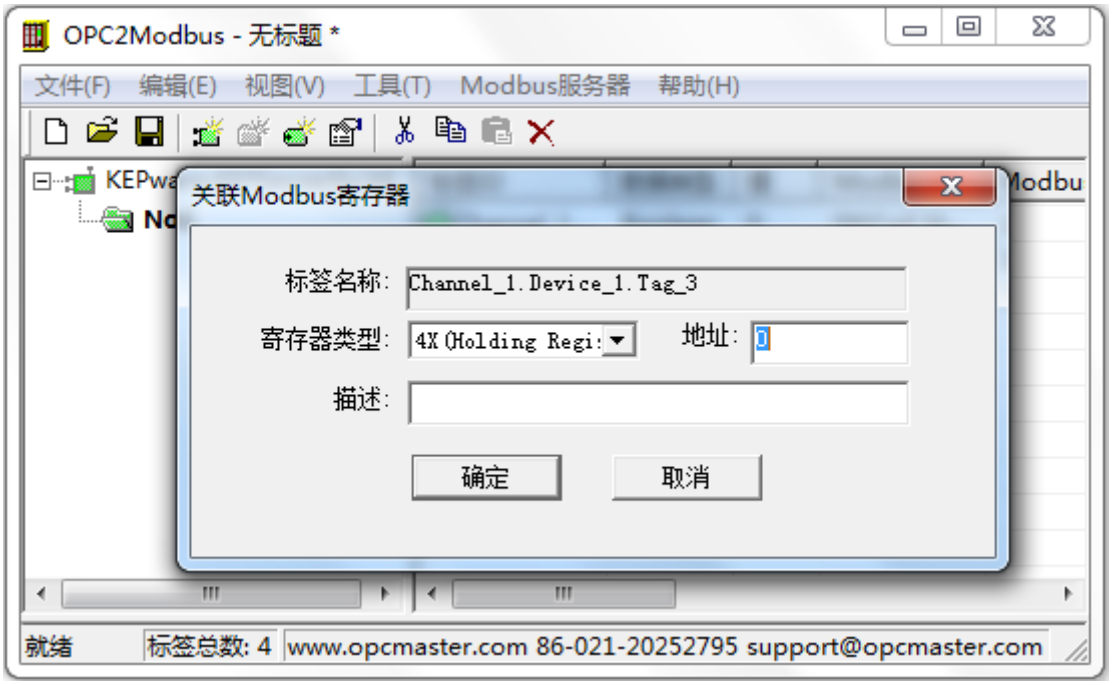

图 3-4-10 取消某个标签的关联
1. 如果想取消某个标签的关联，只需将标签属性框里的“地址”置为 0 即可，如下图 3-4-10。